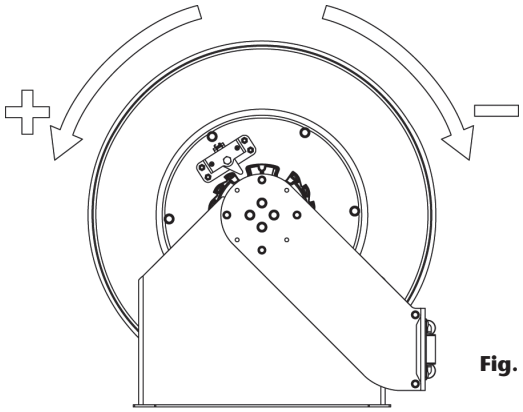

Fig. 5
6. Aplique la pre-tensión al resorte, girando el tambor el nº de vueltas indicado, dependiendo del resorte y la longitud de manguera (fig. 5):
4. Haga girar la bobina para incrementar o disminuir la tensión (fig. 5).